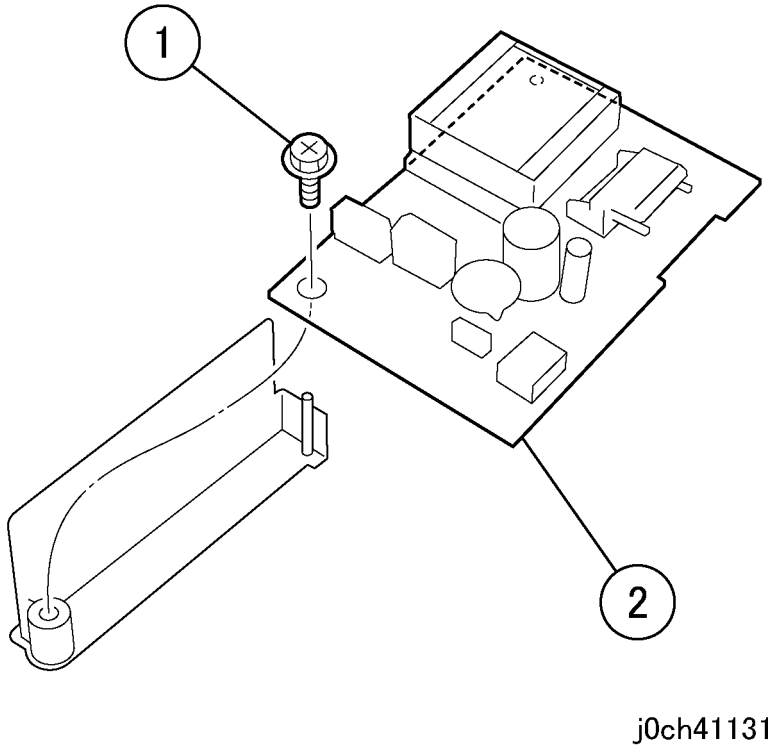

Рисунок 7 Снятие INV PWB (j0ch41131)
8. Снимите INV PWB (рисунок 7).